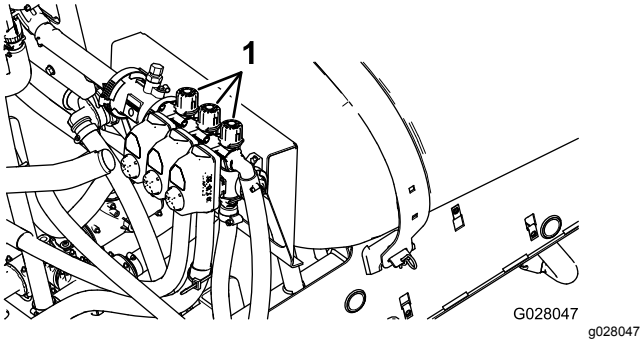

**Figuur 18**
2. Schakel de linkerspuitboom uit en stel de omloopknop van de spuitboom (Figuur 18) zodanig in dat de drukmeter de eerder gewijzigde waarde aangeeft (doorgaans 2,75 bar).
4. Stel de omloopknop van de rechterspuitboom (Figuur 18) zodanig in dat de drukmeter de eerder gewijzigde waarde aangeeft (doorgaans 2,75 bar).
6. Stel de omloopknop van de middelste spuitboom (Figuur 18) zodanig in dat de drukmeter de eerder gewijzigde waarde aangeeft (doorgaans 2,75 bar).